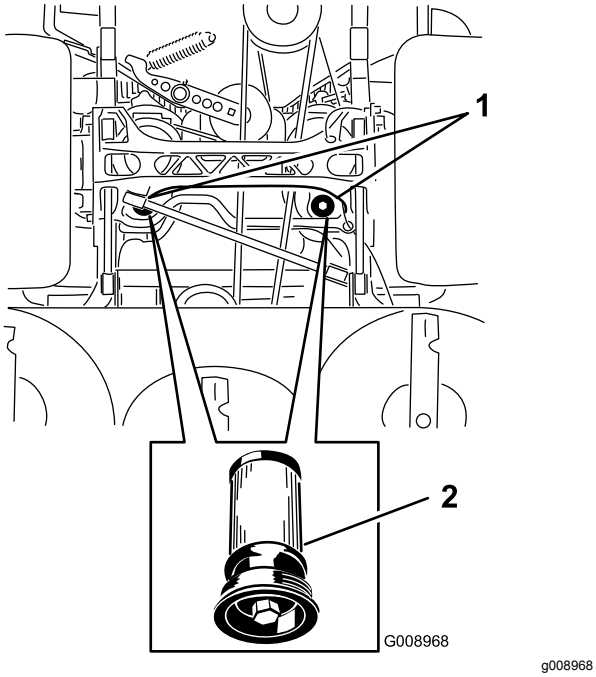

Figur 94
5. Stil et aftapningskar under filteret, fjern det gamle filter, og tør overfladen ren (Figur 94).
6. Påfør et tyndt lag hydraulikvæske på gummipakningen på det nye filter (Figur 94).